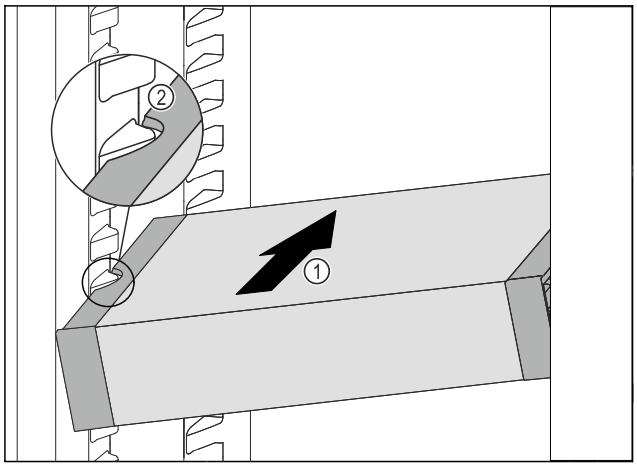

Fig. 92
▶ VarioSafe schräg in das Kühlteil einschieben *Fig. 92 (1)*, bis sich die seitlichen Aussparungen *Fig. 92 (2)* des VarioSafes auf Höhe der Behälterrippe im Kühlteil befinden.